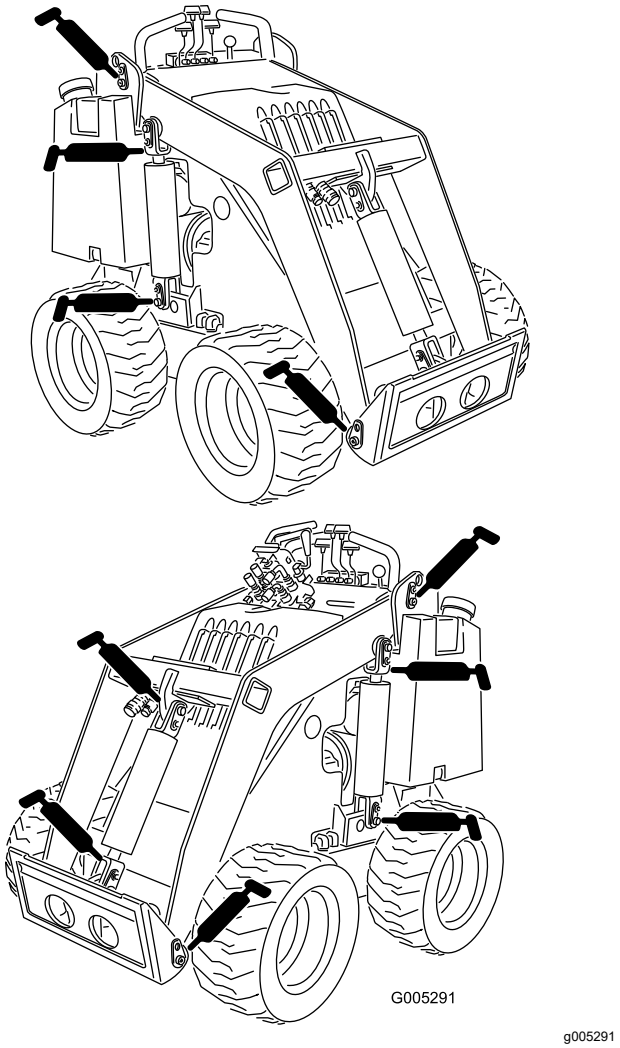

Rysunek 20
4. Podłącz smarownicę do obu smarowniczek (Rysunek 20 i Rysunek 21).